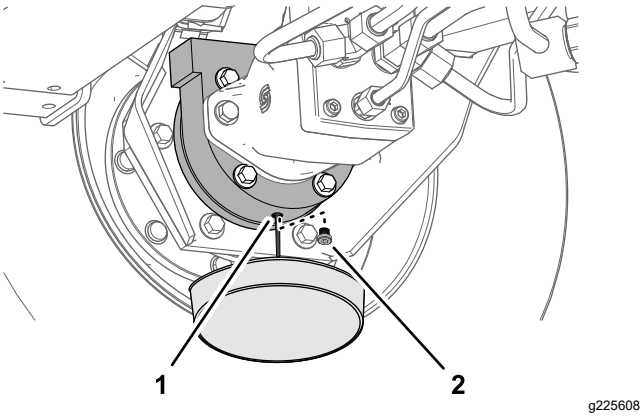

Figura 103
6. Coloque o recipiente de escoamento por baixo da estrutura do travão, retire o tampão e deixe o óleo escorrer completamente (Figura 103).